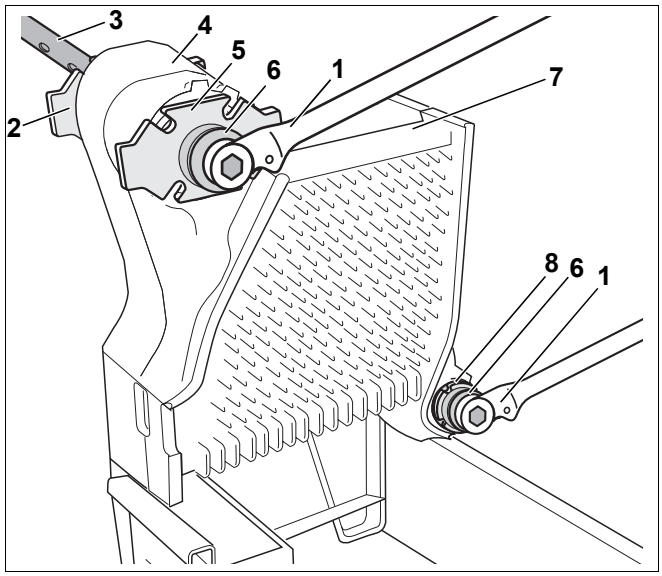

Rys. 18 Tylna część kotła
- Nałożyć oba klucze grzechotkowe (rys. 18, **poz. 1**) na nakrętki zaciskowe tarczy dociskowej (rys. 18, **poz. 6**) i docisnąć człony kotła, równomierne je dokręcając.